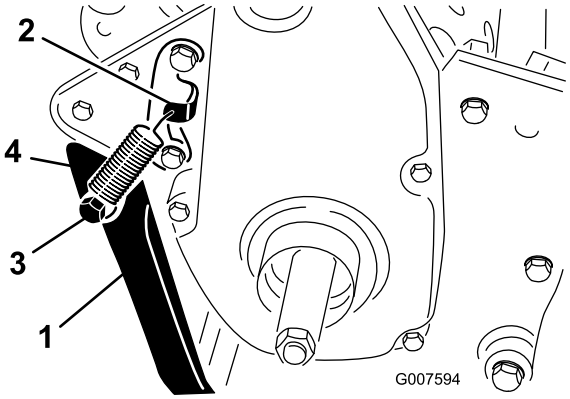

Figur 7
2. Hekt fjæren inn i hullet på fjærbraketten og videre på fjærbolten mens du justerer støtten i forhold til monteringshullene bak på rammen (Figur 7).
3. Monter støtten til hver side av rammen med en bolt, en låseskive, en flat avstandsskive og en låsemutter (Figur 7). Plasser avstandsstykket i støttens monteringshull.